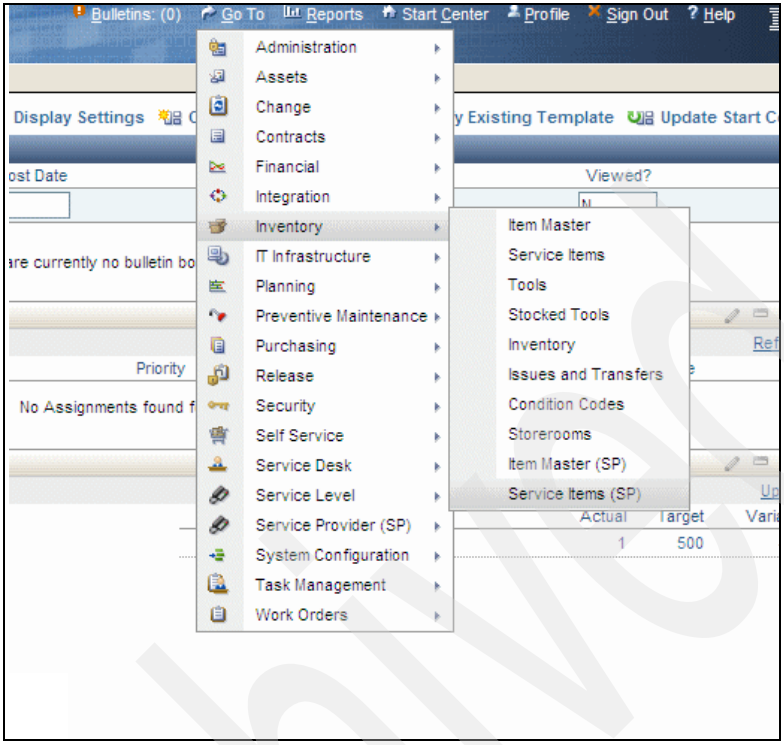

Figure 3-40 Service Items (SP)
1. Go to **Service Items (SP)**, as shown in Figure 3-40 on page 55.